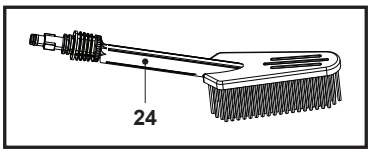

Rys. 15
Dzięki szczotce do mycia (24), która z łatwością usuwa plamy, tłuszcz i uporczywe zabrudzenia, a ponadto ułatwia dotarcie do trudno dostępnych miejsc (rys. 15), powierzchnie będą lśnić czystością i wyglądać jak nowe.